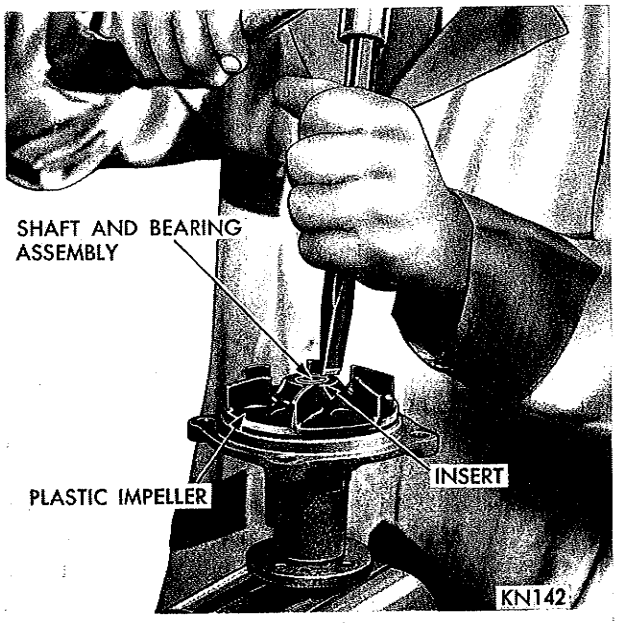

*Fig. 7—Removing Plastic Impeller and Metal Insert*
(2) Support the pump on the hub end and remove the plastic impeller by breaking it away from the metal insert (Fig. 7).
(3) Split the sintered metal insert of the plastic impeller with a chisel and hammer.
(4) Remove the rubber portion of the shaft seal and the spring.
(5) Using Tool C-3753, remove the seal retainer from the housing.
(6) Support the body on the front face (fan hub end) and apply pressure to the rear end of the shaft to press out the shaft and bearing assembly through the **front** of the pump. **If an attempt is made to remove the shaft in the opposite direction, damage to the water pump body will result.**